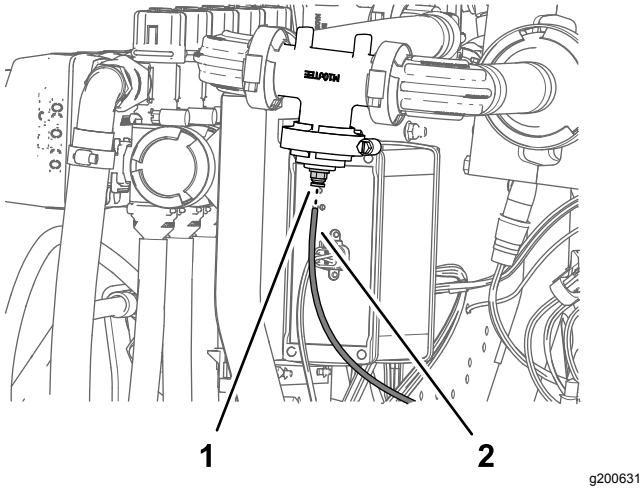

Figur 134
1. Innrett enden av det trykkfølsomme røret (plast) for trykkmåleren i dashbordpanelet med klemhylsen for rørkoblingen (Figur 134).
2. Skyv det trykkfølsomme røret inn i klemhylsen inntil røret er helt på plass (Figur 134).